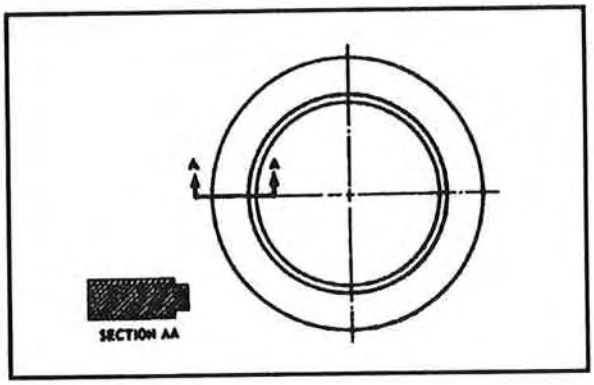

Figure 4-23. Sectional view (referenced or labeled section)
- Referenced or labeled section—represents the object with a special line, known as a cutting plane, which shows the position of the intended cut (Figure 4-23); also shows a cross
section of the object laid on its edge (Figure 4-23, Section AA). The cutting-plane line usually has arrowheads pointing in the direction in which the section is viewed.